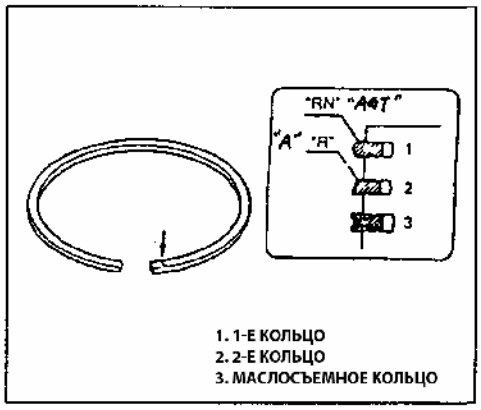

Рис. 135
**Установите стопорные кольца как показано на рисунке, направив замки колец вверх или вниз (Рис.135).**